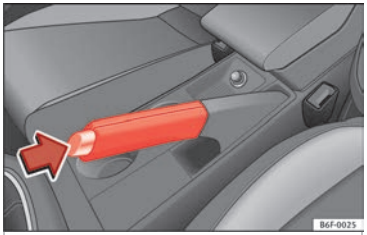

Rys. 178 Hamulec ręczny między przednimi fotelami.
– Dźwignię hamulca ręcznego pociągnąć mocno do góry ››› **rys. 178**.
– Unieść nieco dźwignię hamulca i wcisnąć gałkę w kierunku strzałki ››› **rys. 178** , powodując jej zwolnienie, następnie odprowadzić hamulec do końca w dół ››› ⚠.